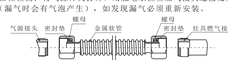

图5
2)使用金属软管连接的灶具：清理干净进气口，在金属软管两端的螺母内分别装入密封垫，将螺母拧紧在气源接头和灶具燃气接头上（如图5所示）。